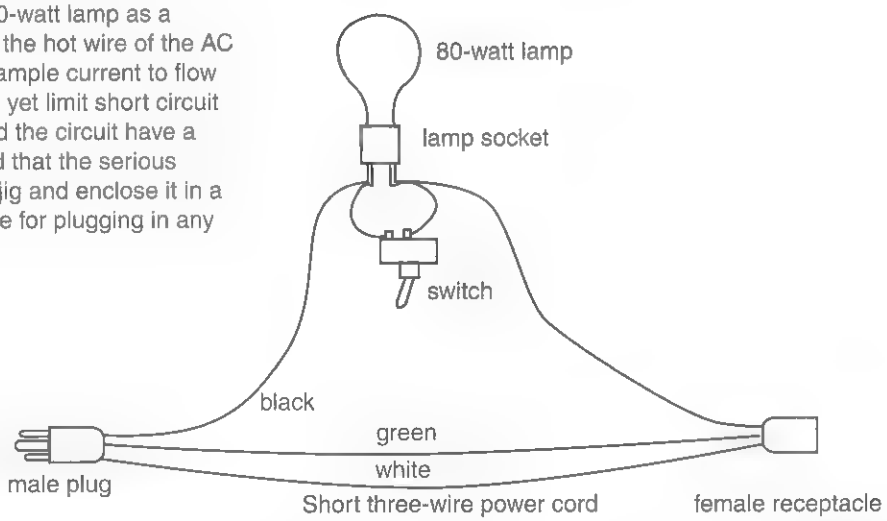

Figure 14-8 *Useful test jig for line-drive circuits*
7. Assemble the test jig as shown in Figure 14-8. This is a very useful fixture for any 115 VAC project up to 300 watts.
1. Assembly the test jig as shown in Chapter 14 Figure 14-8. This fixture is a very useful for any 115 VAC project up to 300 watts.